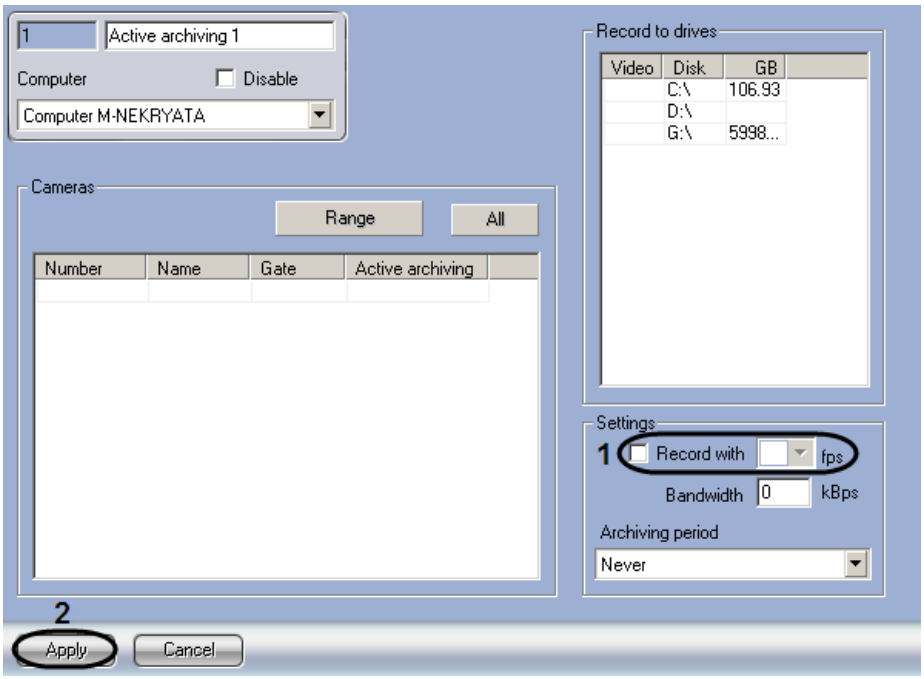

Figure 8.14-9. Configuring the scaling of video archive while copying it to the “Active Archiving”
1. Go to the settings panel for the “Active Archiving” system object (Figure 8.14-9).
2. To enable the video archive scaling, set the “Record with ___ fps” checkbox in the “Settings” group (Figure 8.14-9, 1).
3. In the “Record with ___ fps” drop-down list, select the required frame rate of video archive for transmitting to the “Active Archiving” (Figure 8.14-9, 1).
4. To save the changes, click the “Apply” button (Figure 8.14-9, 2)